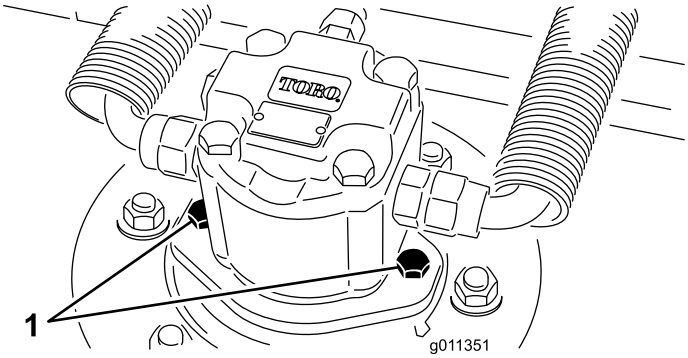

Figur 64
2. Koppla ur och avlägsna hydraulmotorn från däcket (Figur 64). Täck över spindelns ovandel för att förhindra förorening.
4. Montera hydraulmotorn på däcket (Figur 64). Se till att O-ringen sitter i rätt läge och är i bra skick.